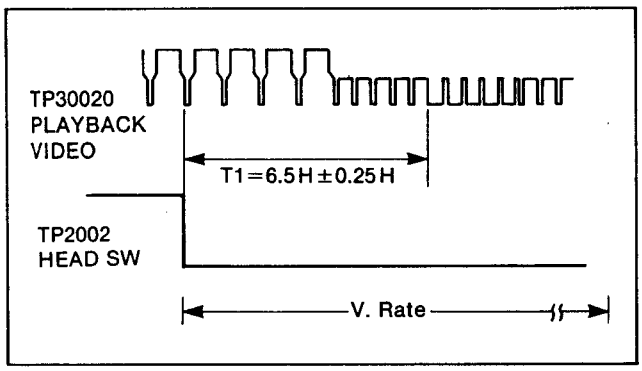

Figure E3
3. Set the triggering slope of scope to "−" side, and expand the V sync portion of the signal. Adjust VR2008 (PG1) so that the falling edge of switching pulse becomes 6.5H +/− 0.25H before the V sync portion. (Figure E3)